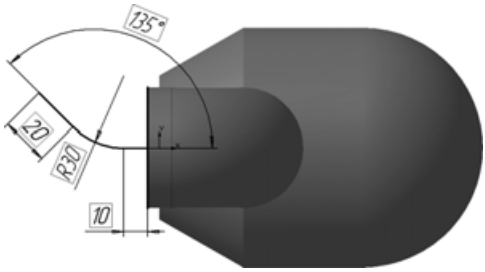

Рис. 6.64
- Постройте скругление отрезков радиусом 30. Проставьте линейные, радиальный и угловой размеры и закройте эскиз (рис. 6.64).